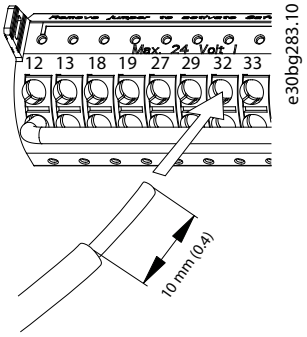

图 5.19 连接硬质控制线缆
- 对于硬质线缆，将裸露的线缆推入到触点中。请参阅*图 5.19*。